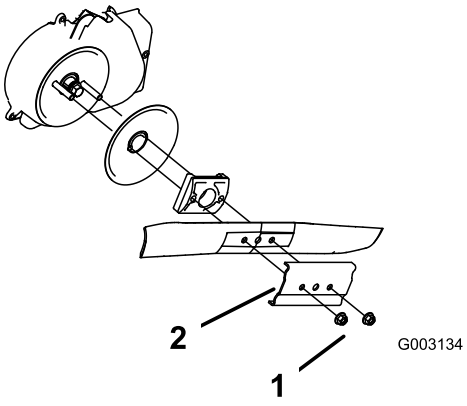

Figuur 28
3. Verwijder de 2 mesmoeren en de versteviger (Figuur 28).
4. Verwijder het mes (Figuur 28).
5. Plaats het nieuwe mes (Figuur 28).